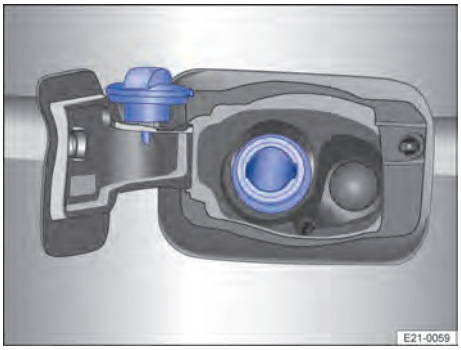

**Fig. 150** En el lado izquierdo del vehículo: tapa del depósito de combustible con el tapón abierto.
3. Desenrosque el tapón del depósito y encájelo en el orificio previsto para ello en la tapa → fig. 150.